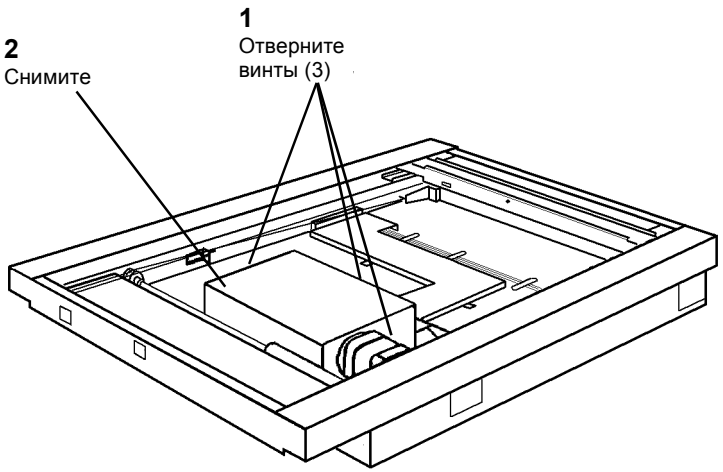

Рисунок 1 Снятие крышки CCD
4. Снимите крышку CCD (Рисунок 1).